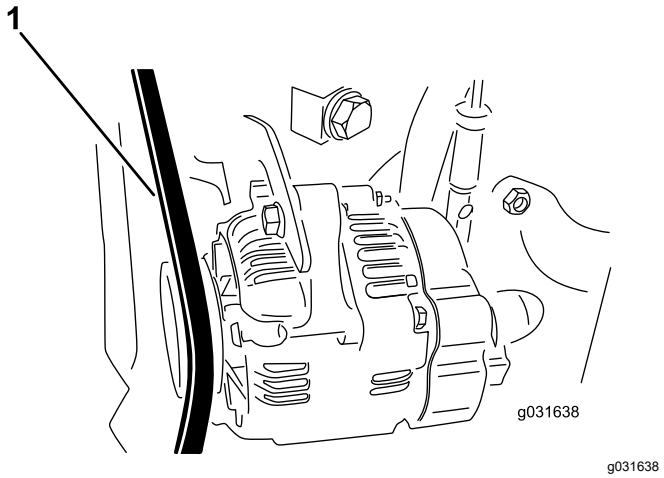

Figur 61
2. Tryck ned generatorremmen med en kraft på 30 N, mitt emellan remskivorna (Figur 61).